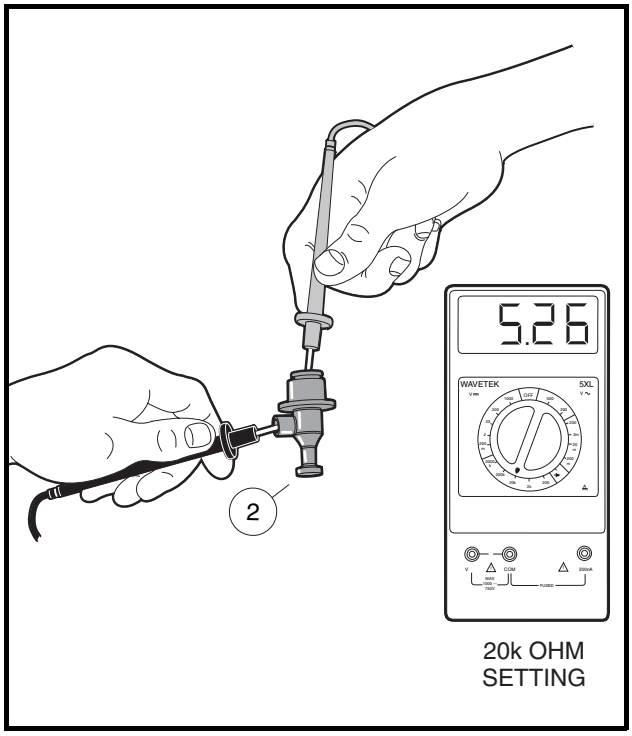

Figure 11-30 Spark Plug Cap Test
4.3. Using a multimeter set to 20k ohms, place the red (+) probe of the multimeter into the end of the spark plug cap that normally connects to the spark plug and place the black (–) probe into the end of the cap with the internal screw **(Figure 11-30, Page 11-31)**. If the resistance is not between 4.5k - 6.0k ohms, the cap has failed and must be replaced. Proceed to the next step with the spark plug cap still removed.